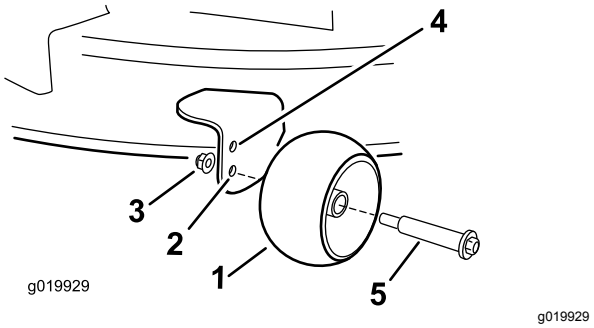

Figur 28
- Øvre hull – bruk denne posisjonen sammen med klippeenheten i posisjonene på 63 mm og under klippehøyde (Figur 28).
- Nedre hull – bruk denne posisjonen sammen med klippeenheten i posisjonene på 76 mm og over klippehøyde (Figur 28).